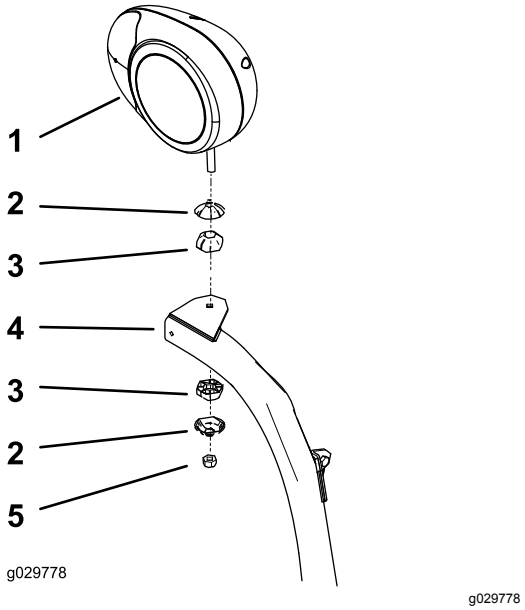

Bild 7
2. Befestigen Sie den rechten und linken Scheinwerfer mit den Befestigungen, die den Scheinwerfern beiliegen, an den Scheinwerferhalterungen (Bild 7).
4. Befestigen Sie den rechten und linken Scheinwerfer mit den Befestigungen, die den Scheinwerfern beiliegen, an den Scheinwerferhalterungen (Bild 7).